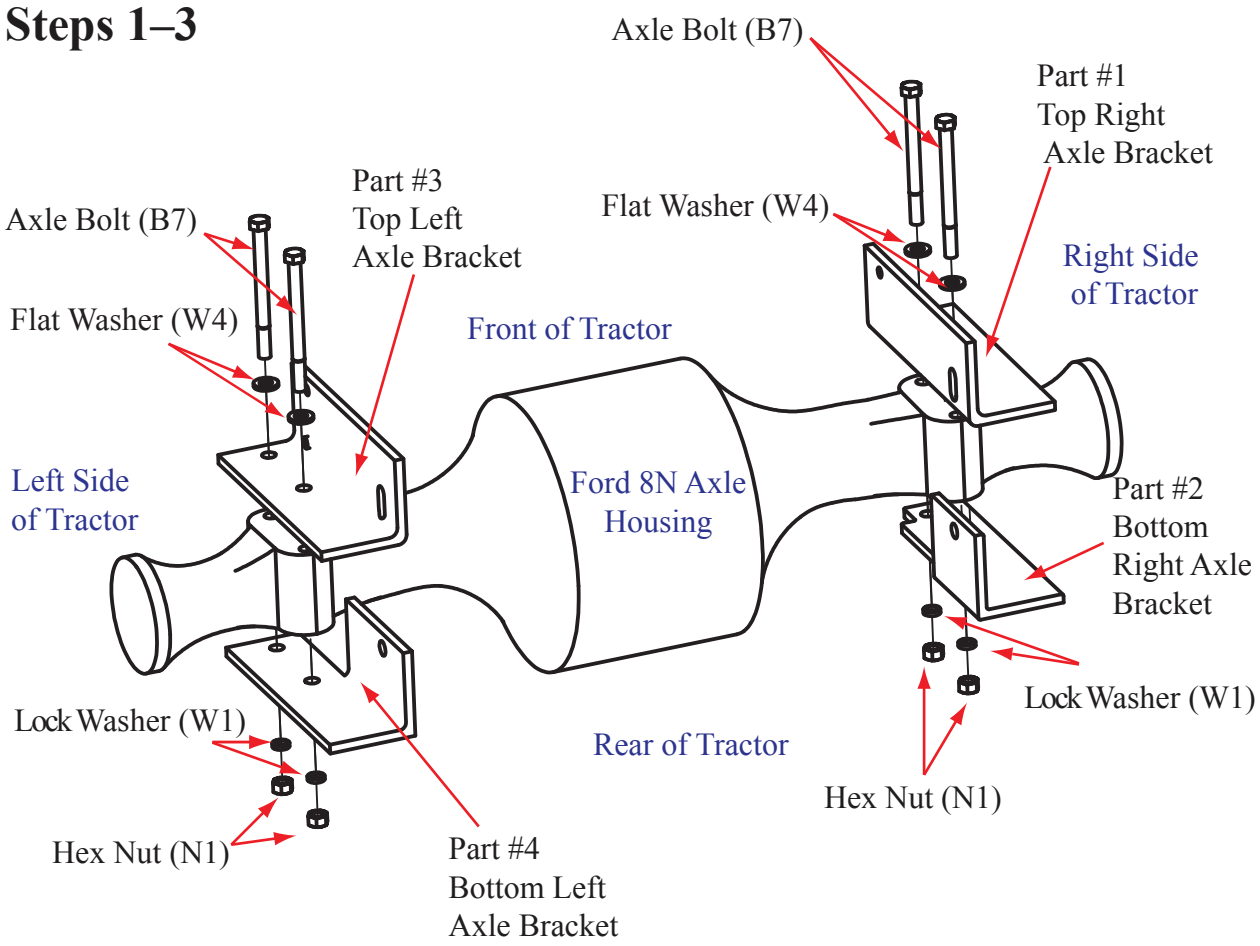

Figure 1
Step 1. Read the "special notes" section on page 5. Place the top right axle bracket (#1) on top of the right axle. Place the fender (not shown) on top of the axle bracket (#1). Align the holes in the fender base and axle bracket with the two holes of the tractor axle. Slide a flat washer (W4) onto two bolts (B7). Insert axle bolts (B7) down through the fender base and axle bracket holes and then through the holes of the tractor axle. (Figure 1)
Step 2. Align and install the bottom right axle bracket (#2) to the bottom of the tractor axle using the two-hole bolt pattern of the axle bracket and the two bolts inserted in step 1. If needed for a draw bar link, install a bottom right lower link support bracket to axle bolts (B7) and the bottom surface of axle bracket (#2) (not shown). Install lock washers (W1) and nuts (N1) to axle bolts (B7). Tighten bolts and nuts until axle brackets are "snug tight" to axle. (Figure1)